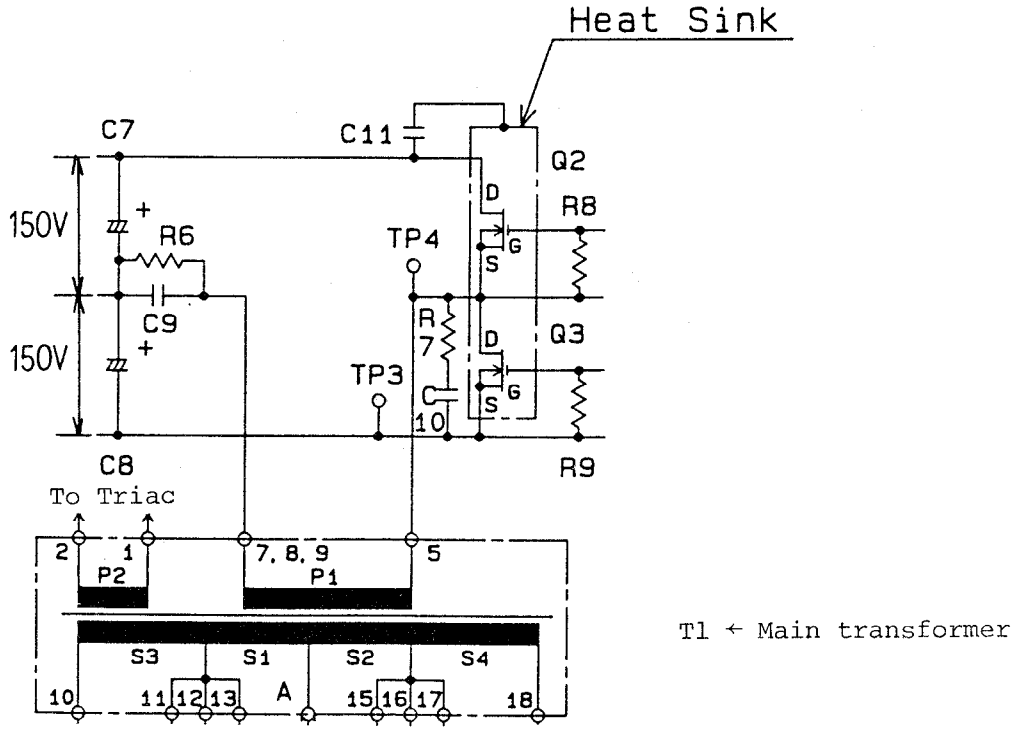

Fig. 3 Inverter circuit and main transformer
When the rush current is limited (to approx. 20A or lower) by R1 (10 ohm) and the condensers C7 and C8 are charged, R1 is shorted by oscillation of T1 (see Fig. 3) and turning on of Q1.
⑤ INVERTER-CIRCUIT (Fig. 3)
⑥ MAIN-TRANSFORMER (Fig. 3)